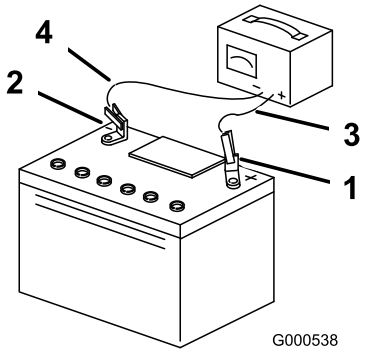

**Figur 44**
4. När batteriet är fulladdat ska laddaren kopplas bort från eluttaget, och sedan ska laddningskablarna kopplas bort från batteripolerna (Figur 44).